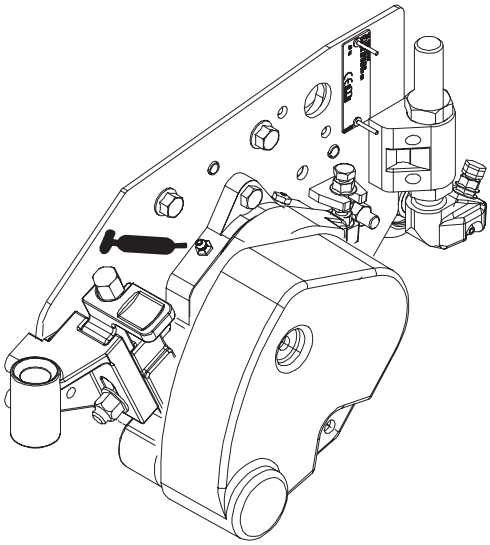

Figure 15
28. Fill each reel bearing housing with grease (Fig. 15). Excess grease will purge between the inboard seals and the seal guards.